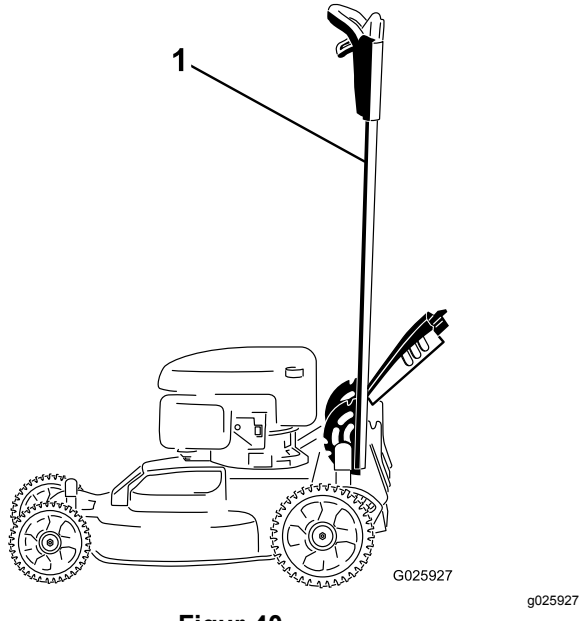

Figur 40
1. Lås håndtagene i den lodrette position (Figur 40); se Justering af håndtagets højde (side 11).